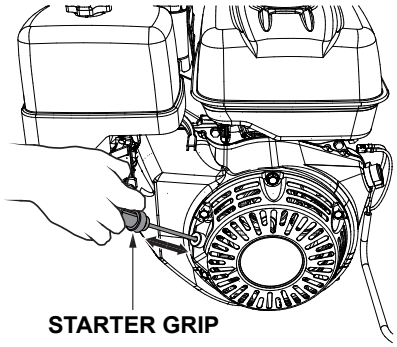

Figure 24. Starter Grip
7. Slowly pull the starter grip (Figure 24) until resistance is felt, then pull briskly and smoothly to start the engine. Gently return the starter grip to its original position.